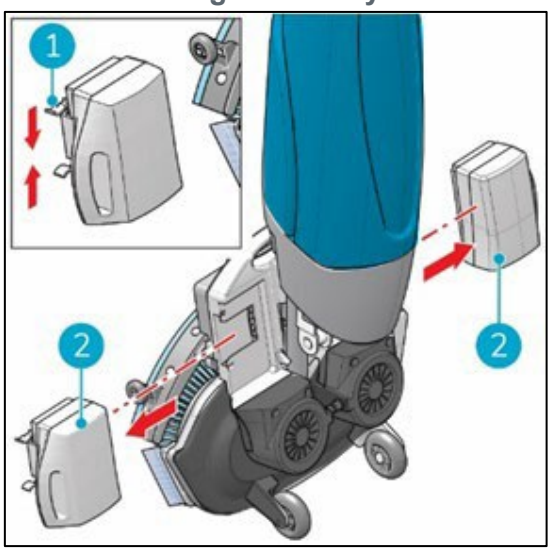

Figure 32
21. Press the retaining clip inwards (Figure 32, pos 1)Battery will lift from its anchor, pull the battery away (Figure 32 ,pos 2).